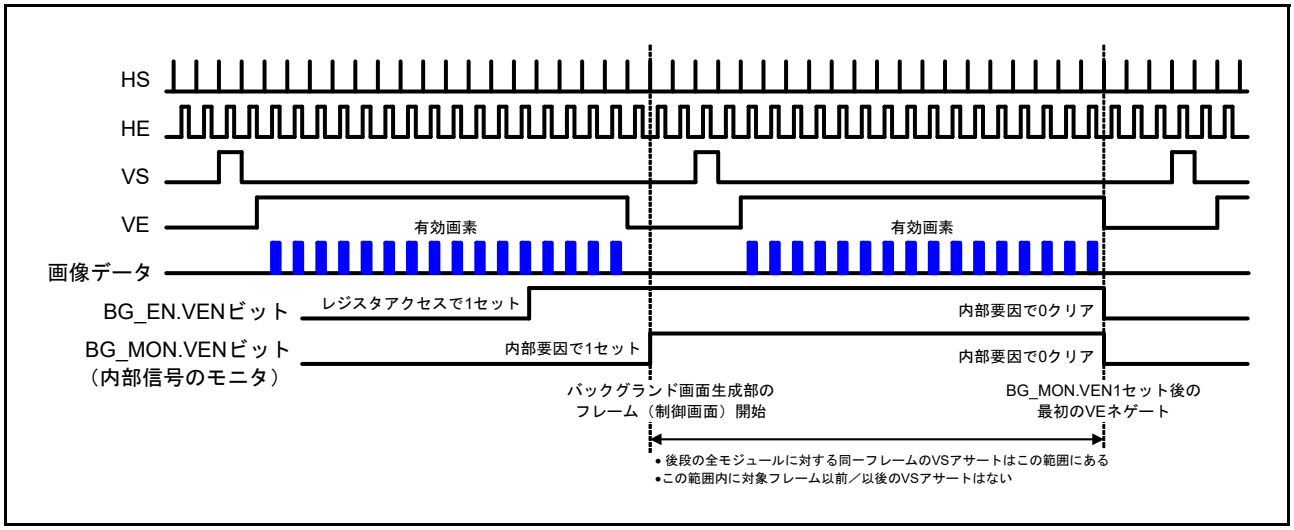

図 58.24　　内部動作へのレジスタ値反映制御信号
4. 1 にした VEN ビットが 0 になったことを確認します。このビットが 0 になると、対象レジスタのコンテンツが内部動作に反映されます。このビットが引き続き 1 の場合、対象レジスタのコンテンツは内部動作に反映されていない可能性があります。各モジュールの VEN ビットは、対象レジスタ値が内部に反映された直後に 0 になります。ただし、バックグラウンド画面生成モジュールの VEN ビットは、モジュール出力 VE がネゲートされるまで 0 になりません（すべてのモジュールにおいては、レジスタ値が同一フレームの内部動作に反映されるよう、バックグラウンド画面生成モジュールの VS アサートに関して十分な遅延を確保しています）。図 58.24 に、バックグラウンド画面生成モジュールおよびモニタビットが出力する信号の動作を示します。